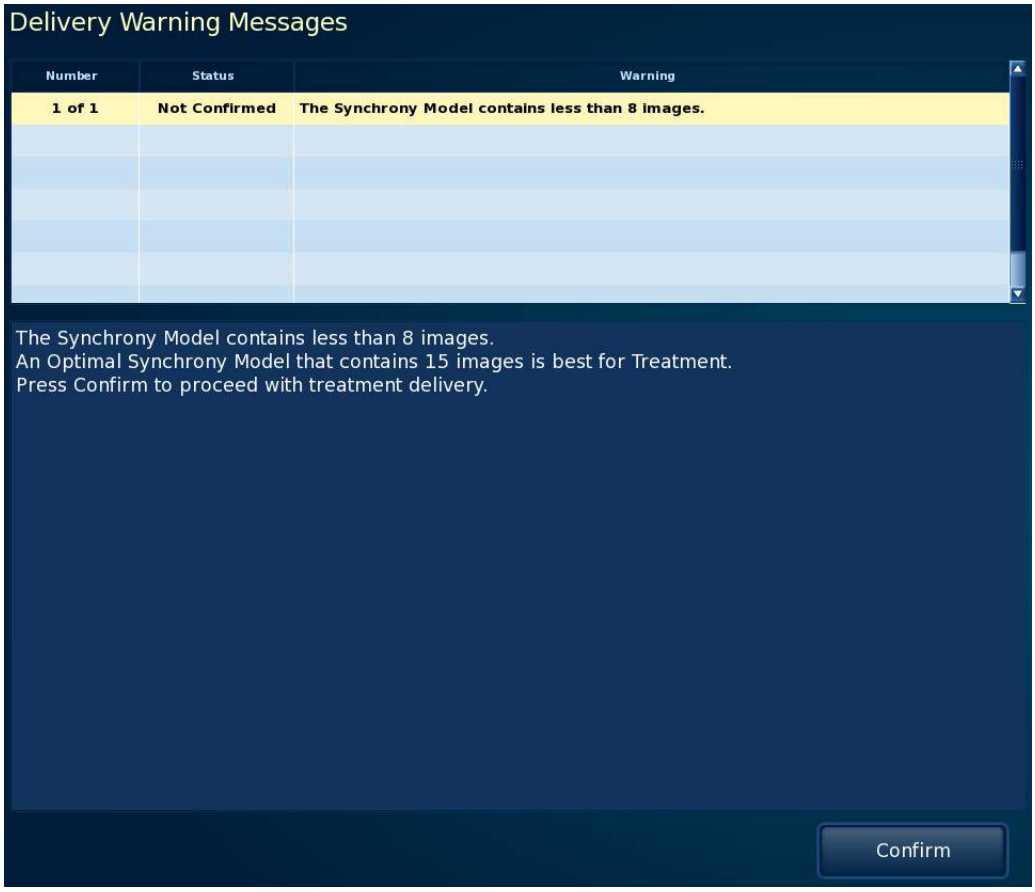

Figura 60 Delivery Warning Message (Mensagem de Aviso de Administração) do modelo do Synchrony contendo menos de 8 pontos do modelo
2. Se o modelo Synchrony contiver menos de 8 pontos de modelo (ou seja, um modelo Sub-ideal), uma ***Mensagem de Aviso de Aplicação*** ocorrerá. Você pode resolver o aviso adquirindo mais pontos de modelo ou revisar e reconhecer que que leu o aviso sem resolvê-lo clicando em **Confirm** (Confirmar) no painel ***Delivery Warnings Message*** (Mensagem de Aviso de Aplicação). Você pode então prosseguir com o tratamento (consulte Figura 60).